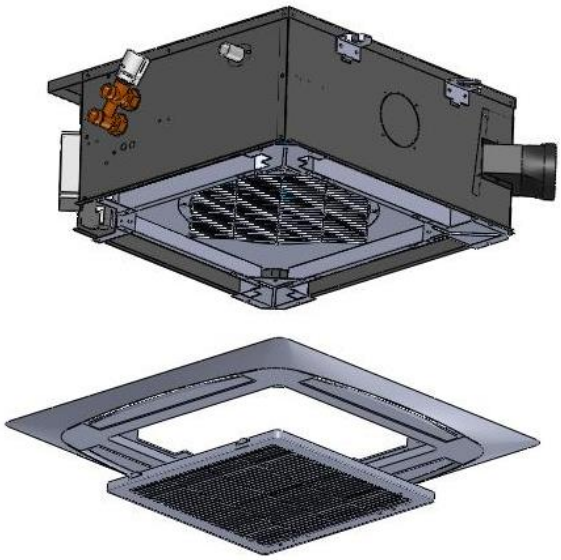

Figure B.14.1
3. Tighten 4 partially threaded screws to attach the front panel as shown in Figure B.14.1 and Figure B.14.2. The front panel does not move upwards excessively because the screws are not fully threaded (see below Figure B.14.3). Therefore, the height of false ceiling and installation height should be measured accurately to ensure that there is no gap between the false ceiling and the front panel.